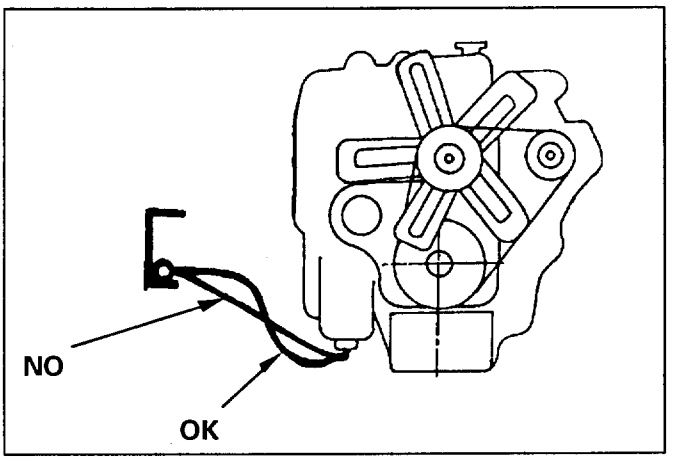

Fig. 8-16
5. The wiring harness between engine and chassis should be long enough to prevent chafing or damage due to various vibrations (Fig. 8-16).